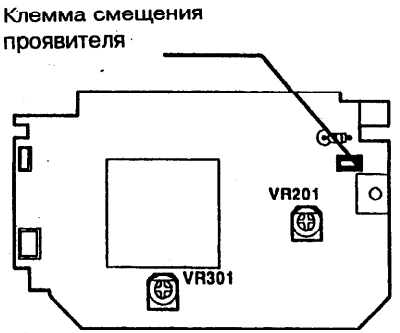

Рис. 2. Регулировка потенциометра VR201
6. (Рис. 2): Потенциометром VR201 отрегулируйте величину напряжения -150 В ± 10 В.